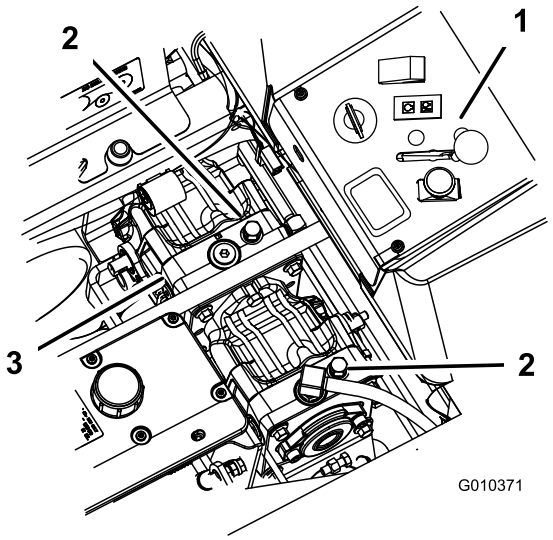

Figur 29
2. Drei omløpsventilene mot klokken én omdreining for å dytte. Dette tillater at hydraulikkvæsken passerer gjennom pumpen, og at hjulene ruller (Figur 29).
Drei omløpsventilen én gang med klokken for å bruke maskinen (Figur 29).